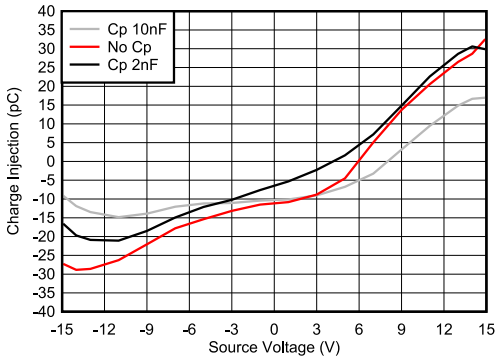

图 8-2. 电荷注入补偿
MUX708-Q1 包含可减少漏极 (D) 电荷注入的专用架构。为了进一步减少敏感应用中的电荷注入，可以在源极 (Sx) 上添加补偿电容器 (Cp)。这将确保开关转换产生的多余电荷被推入源极 (Sx) 而非漏极 (D) 上的补偿电容器。通常，Cp 应比漏极 (D) 等效负载电容大 20 倍。图 8-2 展示了源极侧不同补偿电容器的电荷注入变化。该图是在 100pF 负载电容下采集的。